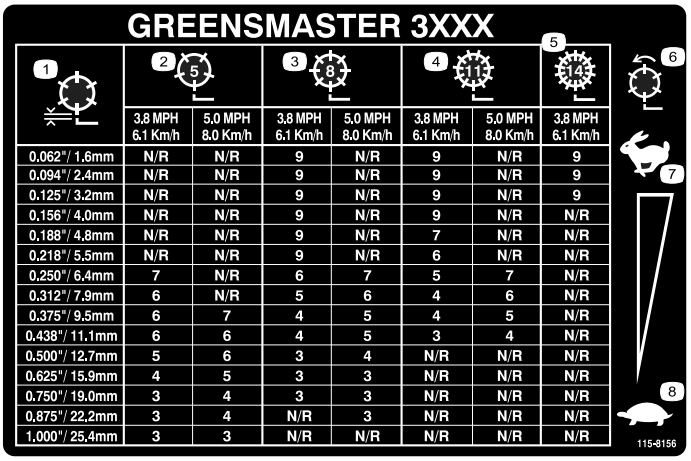

Figur 27
3. Fastställ korrekt cylinderhastighet med hjälp av schemat för klippenheter med 8, 11 eller 14-knivar (se Figur 27).